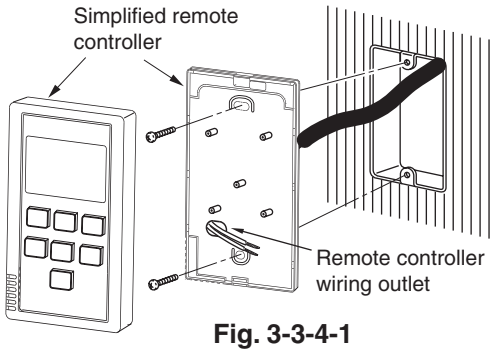

Fig. 3-3-4-1
1. Insert a screwdriver or the like in the groove on the lower side of the simplified remote controller body to pry off the back case. (See Fig. 3-3-4-2)
2. After passing the simplified remote controller wiring through the conduit on the back case of the controller, secure it with the two screws (field supply). (See Fig. 3-3-4-1)
3. Connect the simplified remote controller wiring to the simplified remote controller main unit. (See “How to wire the simplified remote controller”.) When connecting the locally supplied 2 core lead wires to the terminal block, check the terminal numbers in the indoor unit to make sure that the wires are correctly connected. (See Fig. 3-3-4-3) (The simplified remote controller is damaged if 220 - 240 VAC is applied.)